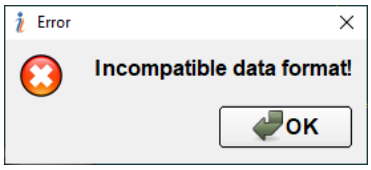

**Fig. 12.9.**
2. The following INS output data formats contain the necessary information for creation of combined raw IMU and raw GNSS data: INS OPVT; INS QPVT; INS OPVT2A; INS OPVT2AW; INS OPVT2AHR; INS OPVTAD; INS OPVT & Raw IMU Data; SPAN rawimu; INS OPVT GNSSext; and User Defined Data. For User Defined Data (see detailed description of how to set User Defined Data type in section 4.7), the following data types are required: [0x02 or 0x01 or 0x03]; [0x21 or 0x20]; [0x23 or 0x22]; [0x36]; [0x52]; and [0x53]. Otherwise the message shown in Fig. 12.9 appears. Also, [0x60], [0x61], and [0x65] data types are necessary in order to add the TIMEDWHEELDATA log (see Table 4.3 for descriptions of data types).